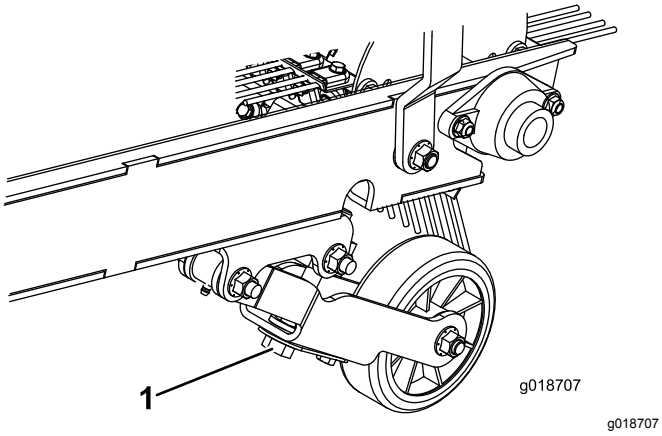

Figura 10
2. Girate il bullone di regolazione della profondità sinché il rastrello entra leggermente in contatto con la superficie del tappeto erboso. Se è montata una spazzola, deve essere appena in contatto con la superficie. Quando la spazzola è in funzione, la superficie di contatto deve avere una larghezza di circa 25 mm per tutta la lunghezza della spazzola (Figura 10).